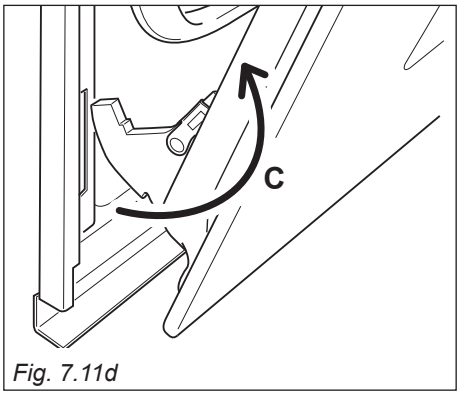

Fig. 7.11d
- Withdraw the hinge hooks from their location following arrow “**C**” (fig. 7.11d).